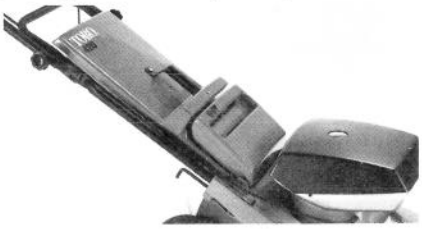

Afbeelding 13
5. Schuif de grasvanger op zijn plaats in maaier en laat de achterklep voorzichtig naar beneden vallen, waardoor de grasvanger op zijn plaats gehouden wordt (Afb. 13).